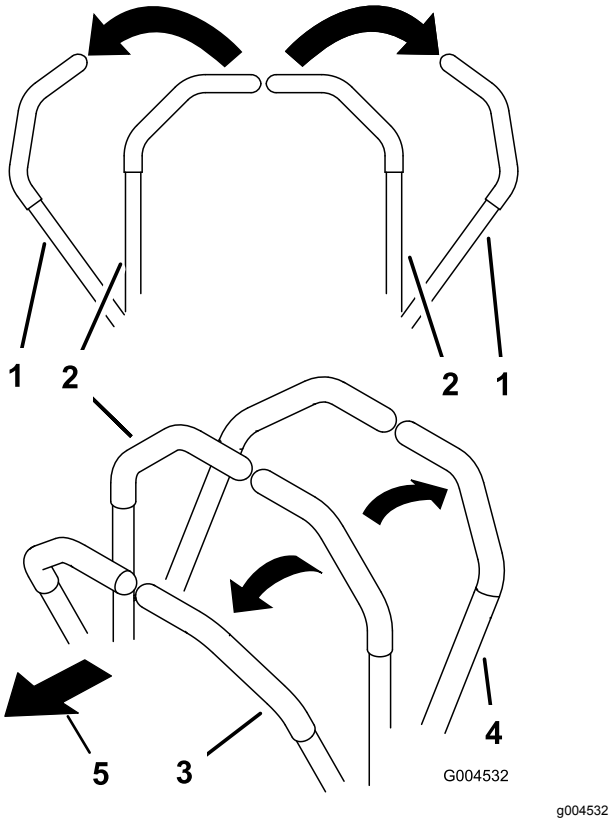

**図 20**
- 前方への直進走行両方のレバーをゆっくりと前に押す図 20。
- 後方への直進走行両方のレバーをゆっくりと後に引く図 20。
- 旋回両方のレバーを手前に引いて走行速度を落とし、曲がりたい方向と反対側のレバーを押す (図 20)。